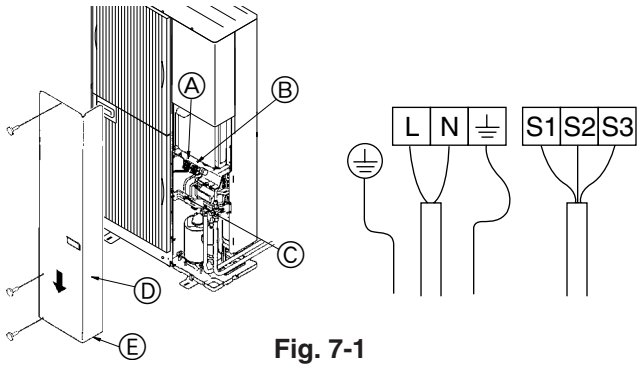

Fig. 7-1
7.1. Appareil extérieur (Fig. 7-1)
① Retirer le panneau de service.
② Relier les câbles conformément à la Fig. 7-1.